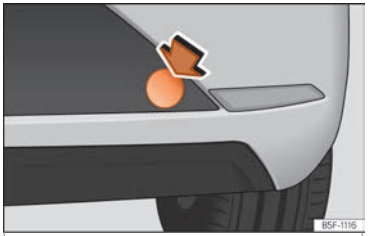

Fig. 102 Right side of the rear bumper: cover-cap.
– To open the cover, press the top right side ››› Fig. 102.